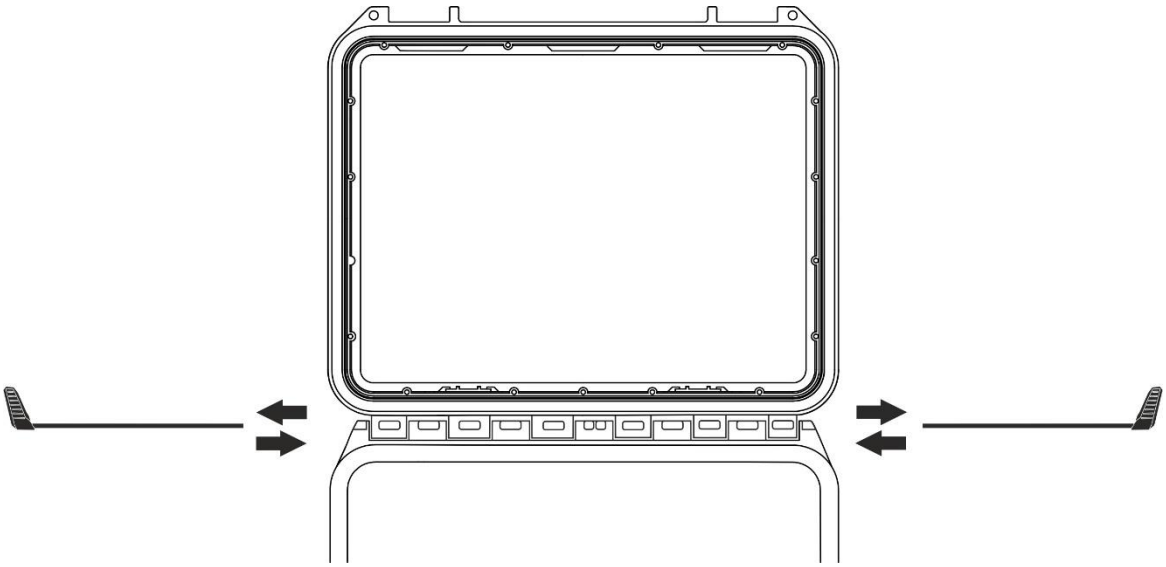

Fig. 6: Remoção da tampa da caixa de instrumento - Passo 2
2. Retirar as duas cavilhas de fixação, puxando-as para fora, como mostra a Fig. 6 abaixo